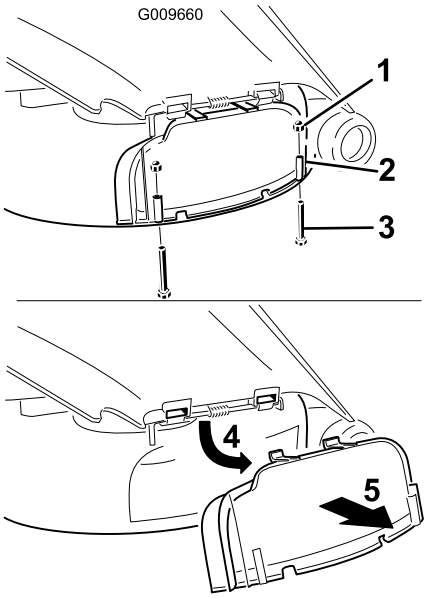

Figur 26
3. Fjern de to bolte og møtrikker, som fastgør udblæsningsdækslet til plæneklipperen (Figur 26).